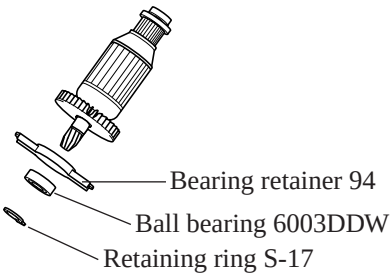

Fig. 5
5) Disassemble retaining ring S-17 and ball bearing 6003DDW from armature assembly. Then bearing retainer 94 can be separated from armature assembly. See Fig. 5.
1) Assemble bearing retainer 94, ball bearing 6003DDW. And fix the ball bearing and bearing retainer 94 with retaining ring S-17. See Fig. 5.